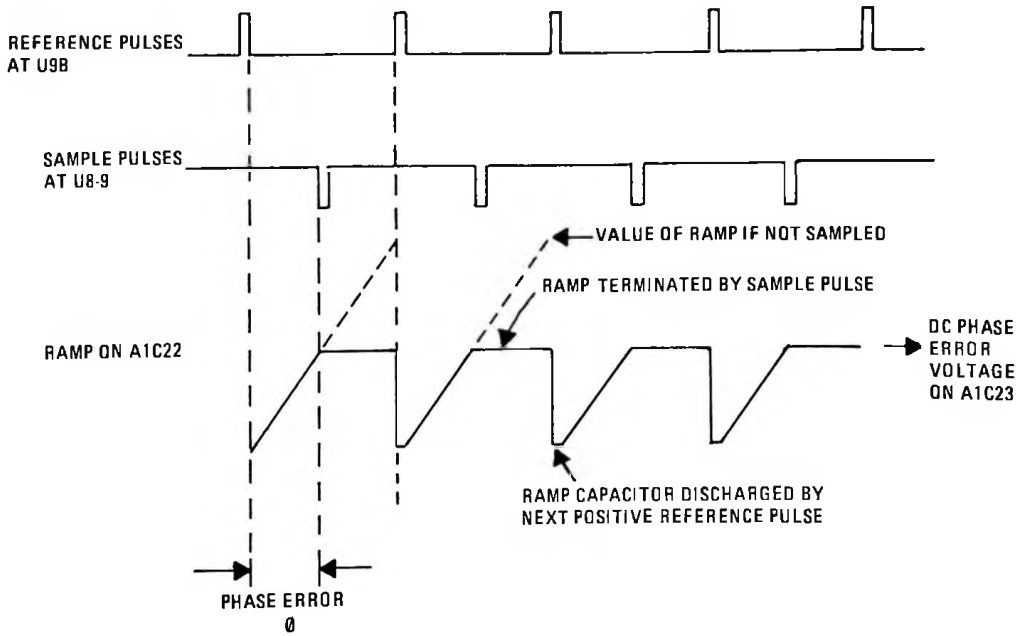

Figure 2. Phase Detector Waveforms in Locked State
FET Q4, and hold capacitor C23. NAND gates U9C, U9D form a one-shot which provides a very narrow reference pulse at the rate of 100 kHz. This reference pulse sets U10A-5, causing switch Q1 to conduct, and charging C22 through Q2 and R12. The ramp at C22 is terminated by a sample pulse from the ÷ N output at U8-9, clearing flip-flop U10. This pulse also momentarily cuts off switch Q5, which turns on sampling FET Q4. When Q4 is on, the voltage on C23 increases or decreases to attain equilibrium with ramp capacitor C22. Waveforms generated in the phase detector are shown in figure 2.
When the loop is locked, both reference and sample pulses to the phase detector occur at a 100 kHz rate in alternating sequence, as shown in figures 2 and 3. The time difference between the pulses represents the phase error voltage from the phase detector output.
The following procedure is used to align and test the High Band PLL assembly. This adjustment should be made if the VCO does not lock frequency within one-half second of resetting one of the first three digit switches, or if the module jumps in and out of lock. In a properly adjusted assembly, the dc voltage at A2TP2 on the RF pw board (see figure 8) decreases in incremental steps from approximately 13 Vdc at a "299" switch setting to approximately 1.5 Vdc at a "000" switch setting. Ramps at A1TP1 should truncate at the same level as shown in figure 2.
f. Set oscilloscope for a horizontal sweep of 10 microseconds per division, and calibrated to read one volt per division, vertical. Connect oscilloscope to A1TP1. Adjust A2R1 until all ramps terminate at the same dc level as shown in figure 2.
h. Adjust A2R1 for a ramp amplitude of 2.5 volts peak-to-peak, and so that all ramps truncate at the same level as shown in figure 2.